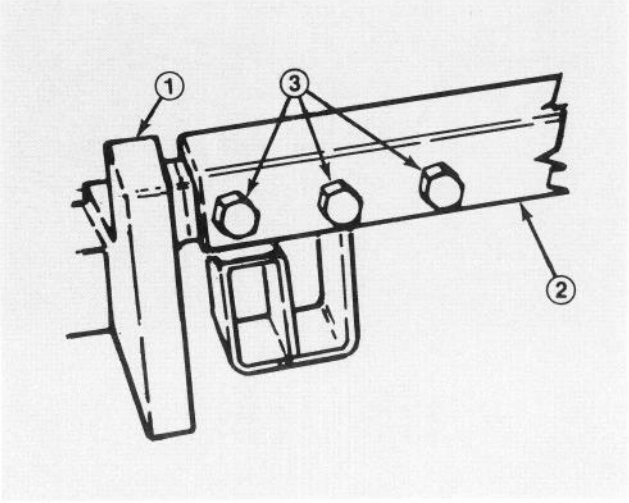

Figure 21
2. Slide carrier frame onto lift arms aligning mounting holes. Secure each side of carrier frame to lift arms with (3) 1/2 - 13 x 1-1/2" lg. capscrews. Torque capscrews to 70-80 ft-lb (Fig. 21).